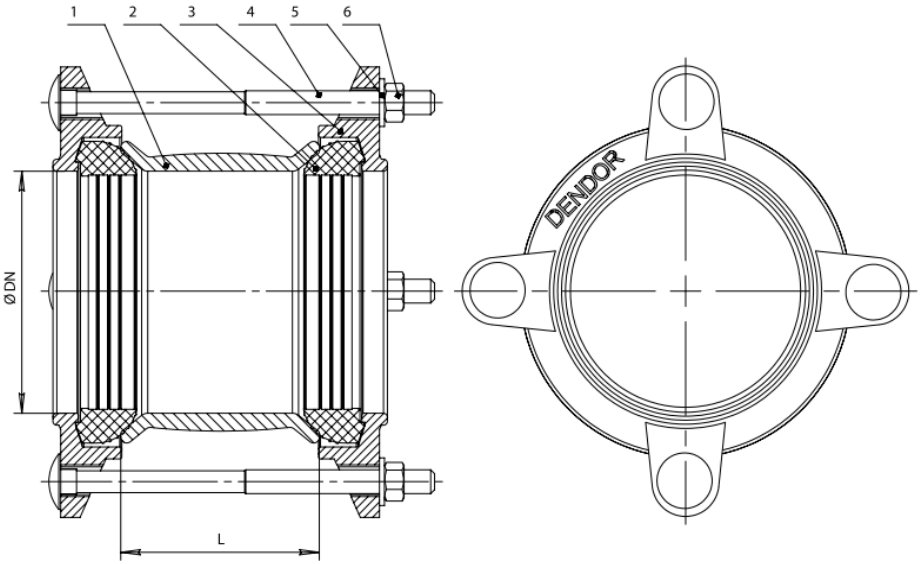

Рис. 1
1.3.1. Основные элементы конструкции муфт приведены в табл.1, на рис.1.